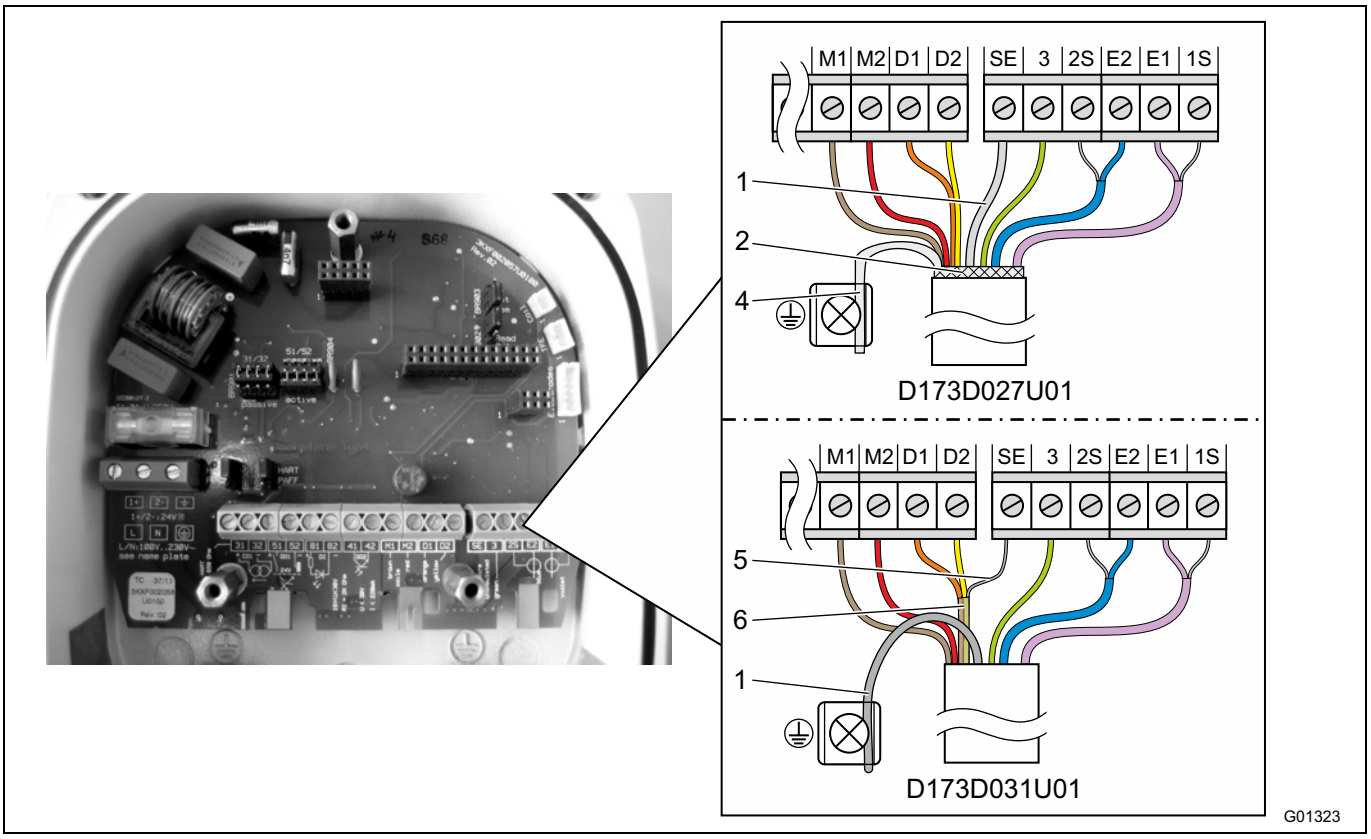

Fig. 29 - Lato trasduttore di misura, misure in mm (inch)
Confezionare l'estremità del cavo verso il trasduttore di misura come illustrato in Fig. 29.
- Collegare tutti gli altri conduttori come illustrato in Fig. 29.